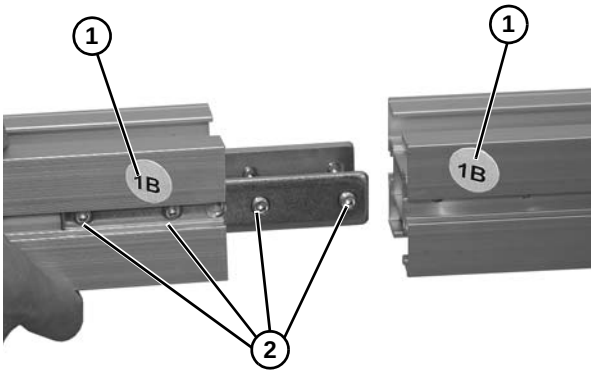

Figure 4
1. Locate and arrange conveyor sections by section labels **(Figure 4, item 1)**.
2. Join both conveyor sections, and tighten two set screws **(Figure 4, item 2)** on both sides. Tighten all set screws 1/4 turn past contact with frame.